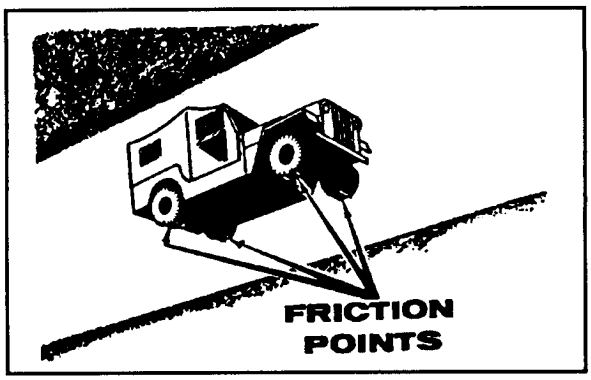

FIGURE 8-7. Friction Points Between Vehicle and Road Surface.
*Friction.* Friction is the resistance to motion caused by contact between two surfaces (Figure 8-7). It results from the interlocking of slight irregularities on surfaces in contact. When an attempt is made to